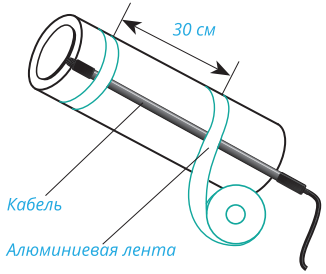

Рис. 1
2. Закрепите кабель на трубе прямолинейно или спирально при помощи самоклеящейся алюминиевой ленты. Рекомендуемый шаг крепления 30 см (Рис. 1).